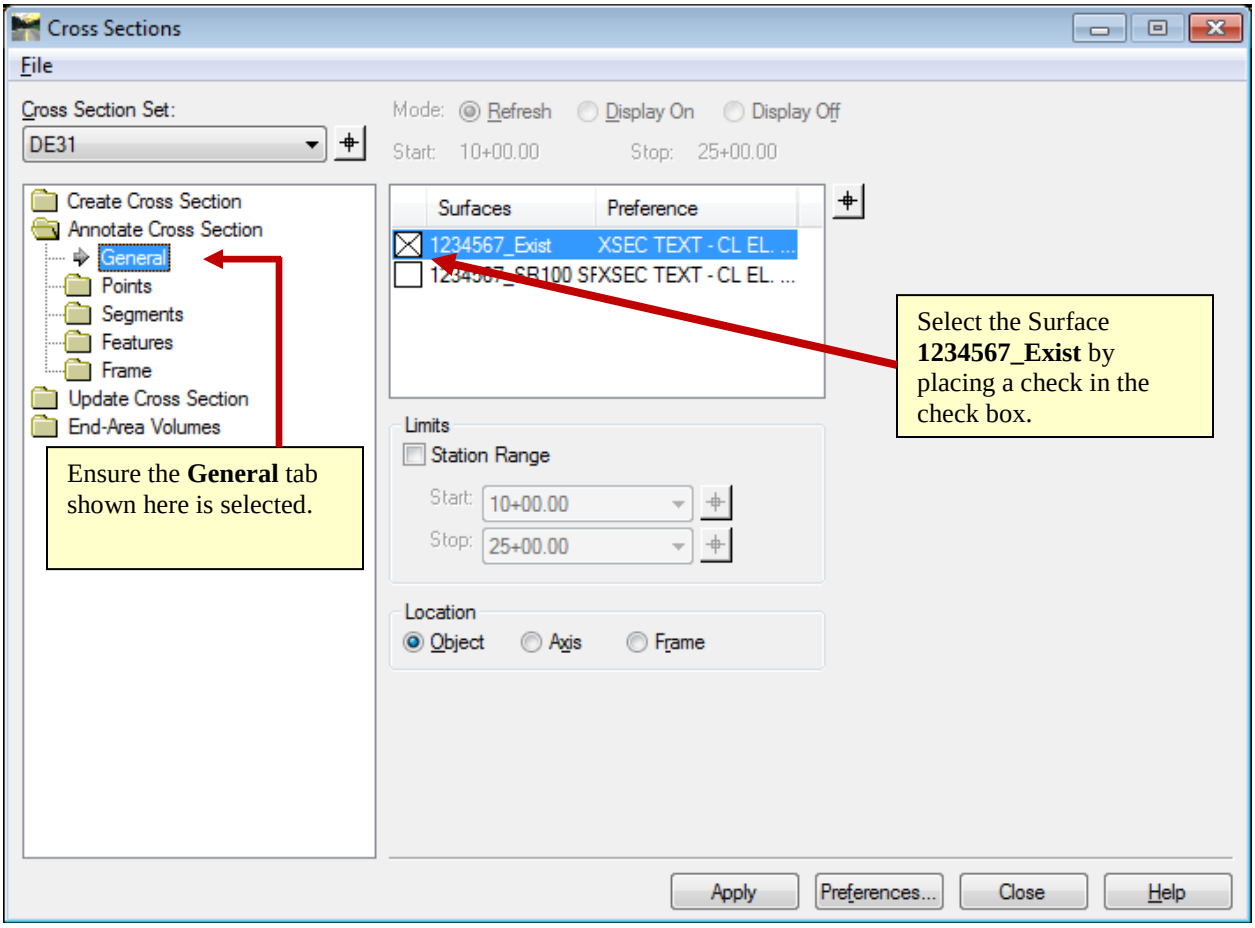
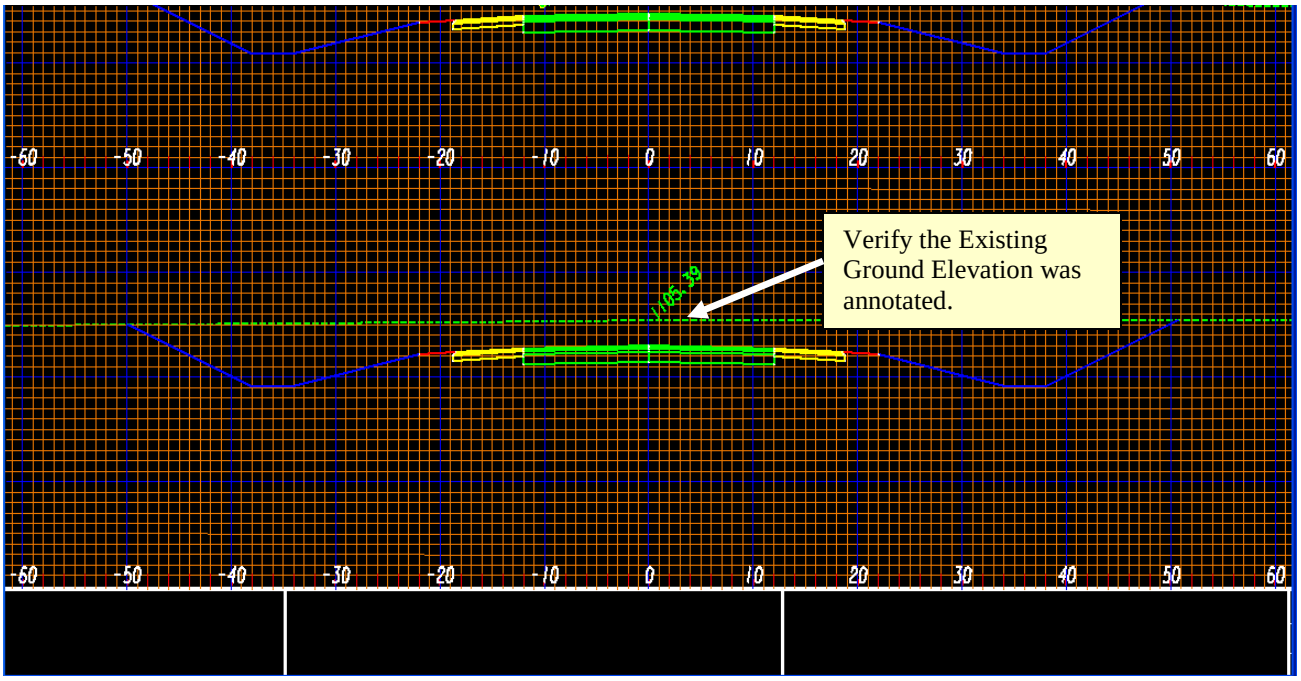

Figure L9-14 Annotate Cross Section
Figure L9-15 MicroStation View Window
32.	**Even though the Settings have been loaded to Label the Elevation of the Existing Ground at the Centerline - the Surface to be labeled must still be selected. Select the Surface 1234567_Exist and Annotate the Cross Sections.** • In the **Annotate Cross Section** folder, ensure the **General** tab shown in *Figure L9-14* is the active tab. • Place a check in the check box for the Surface **1234567_Exist** as shown in *Figure L9-14*. • Click **Apply** but do **not** close the **Cross Sections** dialog. • Verify in MicroStation the Existing Ground was annotated at the Centerline as shown in *Figure L9-15*. ***NOTE**: *InRoads annotates the Existing Ground **on** the Existing Ground rather than on the pavement surface next to the proposed elevation as has been done in the past.*